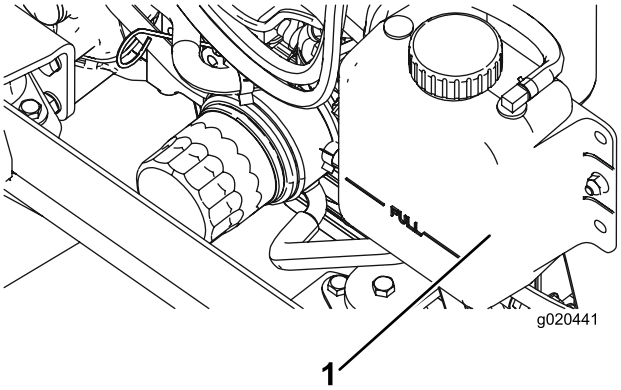

Figur 11
1. Ta försiktigt loss kylarlocket och locket på expansionstanken (Figur 11).